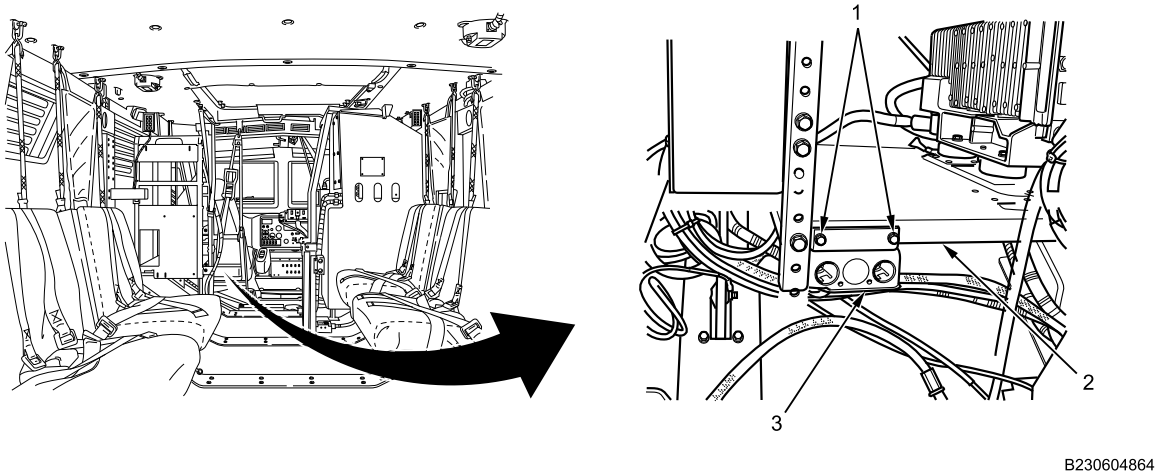

Figure 1. 12V Junction Box.
1. Remove two bolts (Figure 1, Item 1) securing 12V junction box (Figure 1, Item 3) to communications rack (Figure 1, Item 2).